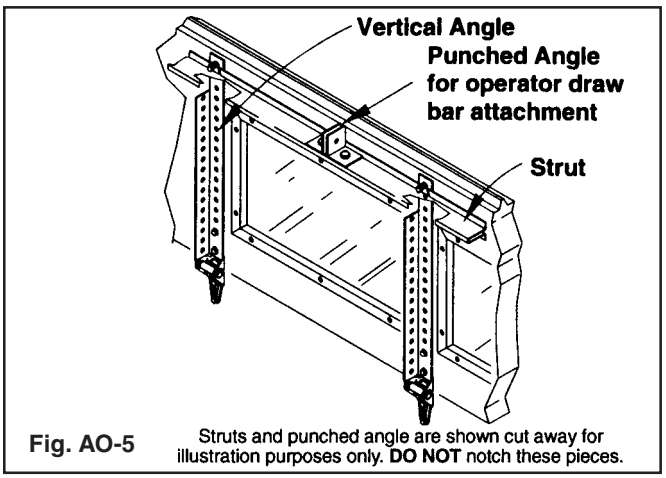

Fig. AO-5 Struts and punched angle are shown cut away for illustration purposes only. **DO NOT** notch these pieces.
A) Install operator draw bar to one of the vertical punched angles. It will be necessary to mount the operator off center of door, to align with the vertical angle; or B) Install operator draw bar to the horizontal punched angle. (See FIG. AO-5)
Install operator draw bar to the horizontal punched angle. (See FIG. AO-5)
**NOTE:** Doors with struts will require the top portion of angle notched out as shown to allow other leg of angle to be mounted under steel strut. (FIG. AO-5)
**Torsion Spring Doors -** Install operator draw bar to one of the vertical punched angles. It will be necessary to mount the operator off center of door, to align with the vertical angle. (See FIG. AO-5)
**Extension Springs -** Install operator draw bar to the strut with the bracket provided with the operator or cut two pieces of punched angle and mount to strut as shown with ¼-20 hex bolts and nuts. (FIG AO-5)
**If your 2" thick door requires struts, follow the instructions for the same size 1⅜" thick door. For 2" thick doors with no struts, proceed with attachment of vertical angle as illustrated. (FIG. AO-5 & AO-6) Refer to page 16 of this manual for the type and number of struts needed for your door.**